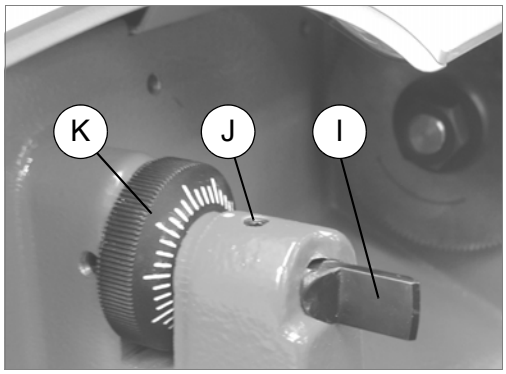

Рис. 25
Для замены копира (I) необходимо выполнить следующие действия (рис. 25):